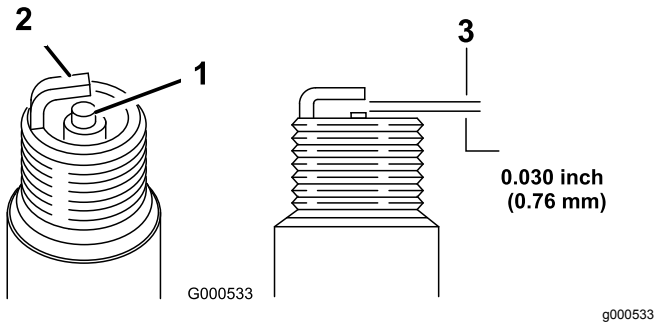

Figur 40
1. Titta mitt på tändstiften (Figur 40).
2. Kontrollera avståndet mellan mitt- och sidoelektroderna (Figur 40) och böj sidoelektroden om avståndet är felaktigt.